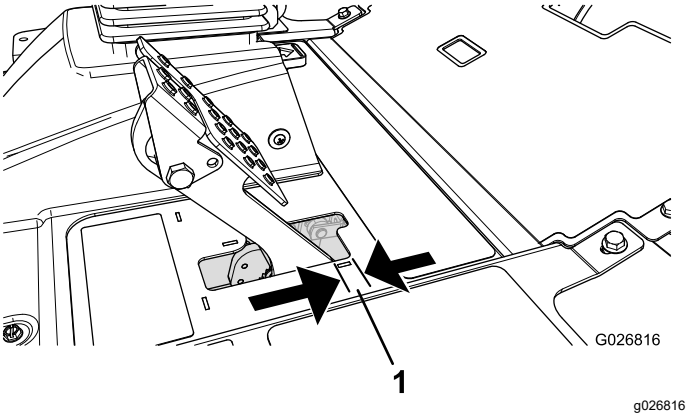

Figuur 138
4. Trap het rempedaal lichtjes in en meet de afstand die het pedaal zonder weerstand aflegt (Figuur 138).
Opmerking: Stel de remmen af als het rempedaal meer dan 2,5 cm speling heeft (Figuur 138), of als er meer remkracht nodig is.
6. Draai de achterste moeren vast om de kabel naar achteren te halen totdat het rempedaal 6 tot 13 mm speling heeft (Figuur 138) voordat de parkeerrem de wielen aangrijpt.